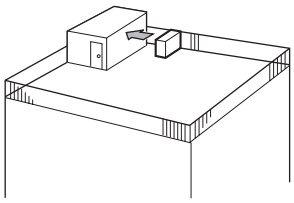

Fig. 3-2
① Coloque la salida de aire de frente a la pared más próxima a una distancia de unos 50 cm (19-11/16”) de ella. (Fig. 3-2)